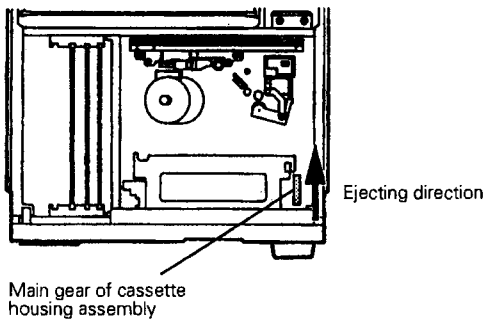

**Fig. 1-5-1 Turning direction of main gear of cassette housing assembly**
3. Turn the main gear of the cassette housing assembly in the direction shown by Fig. 1-5-1.